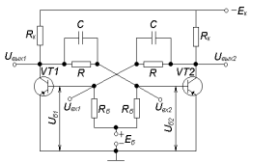

Рис. 1.18
18. Показать по схеме симметричного триггера с внешним источником смещения (рис.1.18) путь прохождения тока при закрытом состоянии транзистора VT2. Начертить временную диаграмму $U_{к1}(t)$.